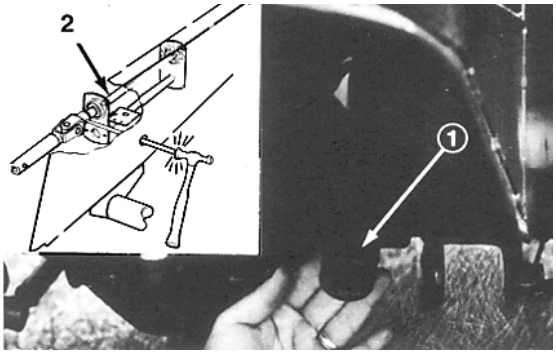

Bild 11
2. Die (5) Radmuttern entfernen und das Rad von der Achse abziehen, um die Zugangslöcher in der Seite des Chassis freizulegen (Bild 11).
3. Die Zapfwelle soweit drehen, bis ihre Löcher mit den Löchern im Chassis abgestimmt sind (Bild 11).
4. Die Rolle mit Hilfe von Dorn und Hammer durch die Zugangslöcher im Chassis aus der Zapfwelle austreiben (Bild 11).
6. Das Rad mit den (5) vorher entfernten Radmuttern wieder anbringen. Die Muttern auf 80–109 kPa festziehen.